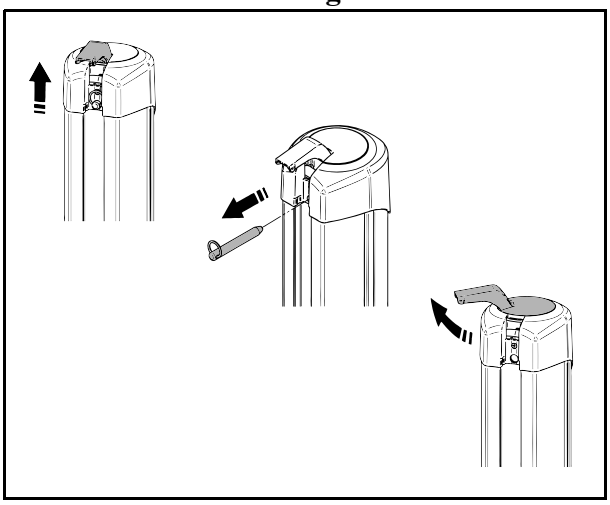

Abb. 7
1. Den roten Notabsenkungshebel (siehe Abb. 7) ziehen.